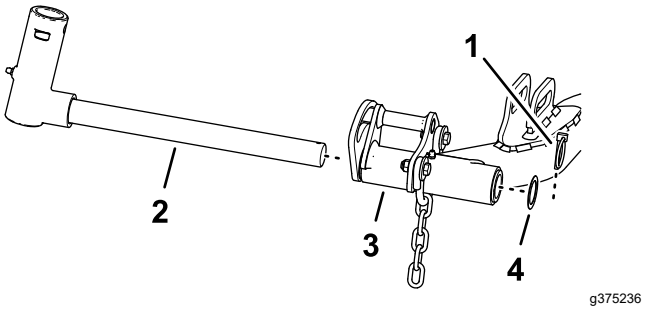

Рисунок 26
1. Снимите шплинт с кольцом и шайбу крепления оси поворота подъемного рычага к подъемному рычагу и сдвиньте ось поворота с подъемного рычага (Рисунок 26).